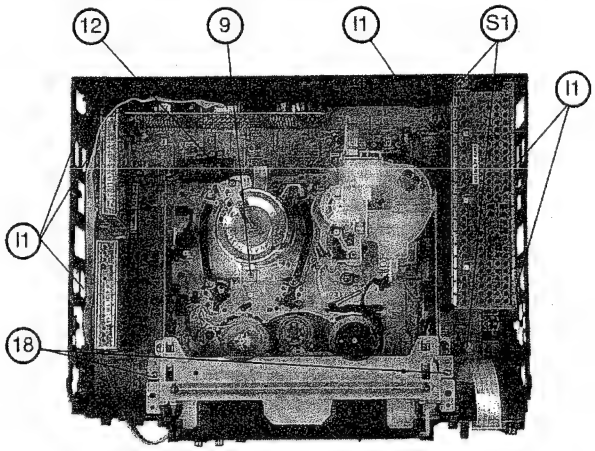

fig. 3
1) ABNEHMEN DES GEHÄUSES *(Abb. 3)*
2) AUSBAUEN DES LAUFWERKS *(Abb. 3, 4)*
- Schraube (S2) und Antriebsriemen vom Capstanmotor (29) entfernen.
- Schraube (12) an der Antistatikbürste entfernen.
- Schraube (9) und Metallstück (8) entfernen.
3) AUSBAUEN UND WIEDEREINBAUEN DER KASSETTENHALTERUNG *(Abb. 3 bis 5b)*
AUSBAUEN: *(Abb. 3 und 4)*
1) REMOVAL OF THE CHASSIS *(fig. 3)*
2) REMOVAL OF THE MECHANISM *(fig. 3 and 4)*
- Remove screw (S2) and the capstan motor belt (29).
- Remove screw (12) securing the anti-static brush.
- Remove screw (9) and the metal part (8).
3) REMOVAL AND REFITTING OF THE CASSETTE HOLDER *(fig. 3 to 5b)*
REMOVAL: *(fig. 3 and 4)*